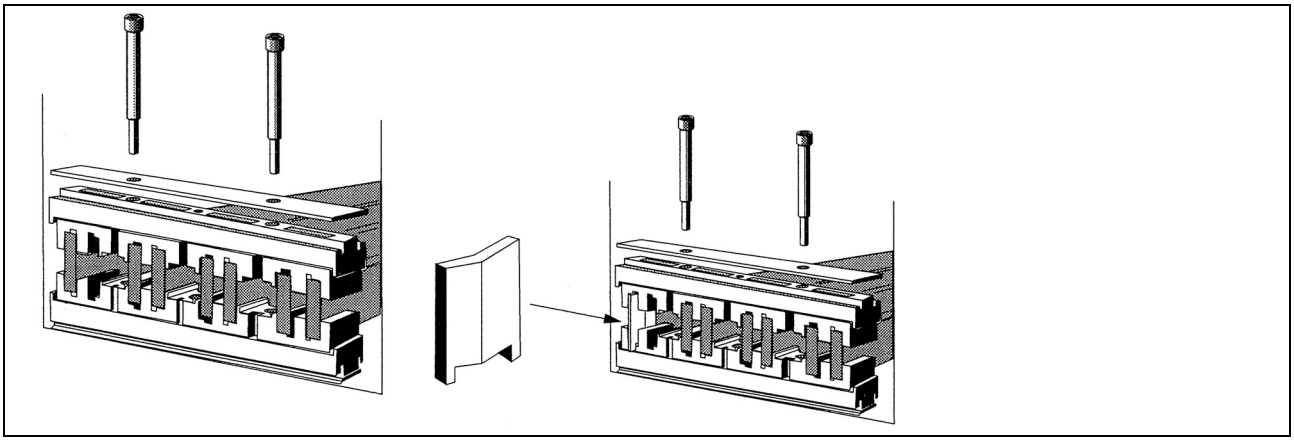

Рисунок 2-29: Двухшинная система главных сборных шин > 50 кА - 1 с
- При использовании двух шин на одну фазу см. Рисунок 2-29.